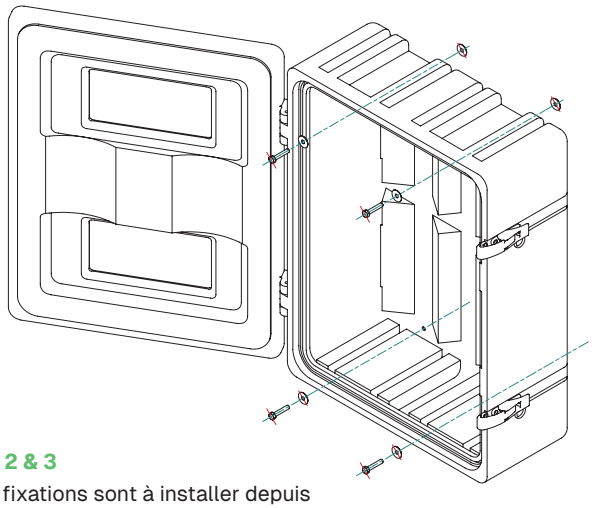

Fig. 2 & 3
5. **Fixation:** Installez les fixations depuis l'interieur de coffre. Placez des rondelles sous les têtes de la visserie (Voir Fig 2 &3)